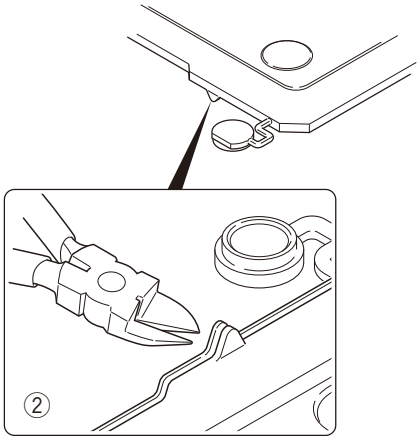

Fig. 7-3
Note: If the GPS receiver is installed, cut the base of the convex tab of the top packing with a pair of nippers, or similar tool. (Fig. 7-3 ②)
6. Insert the hardware fixture (J21-8481-03) into the hollow of the panel as shown in Figure 7-3, then push two parts of the hardware fixture and fit it into the hollow of the top of the panel. (Fig. 7-3 ④)